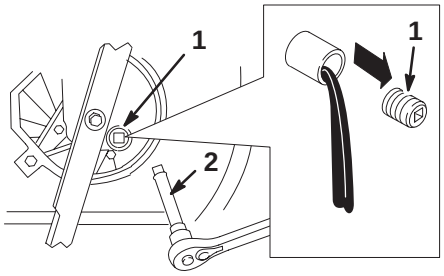

Bild 19
5. Entfernen Sie die Ölablassschraube und stellen den Rasenmäher wieder in seine Betriebsstellung. Lassen Sie dann das Öl in das Gefäß ablaufen (Bild 19).